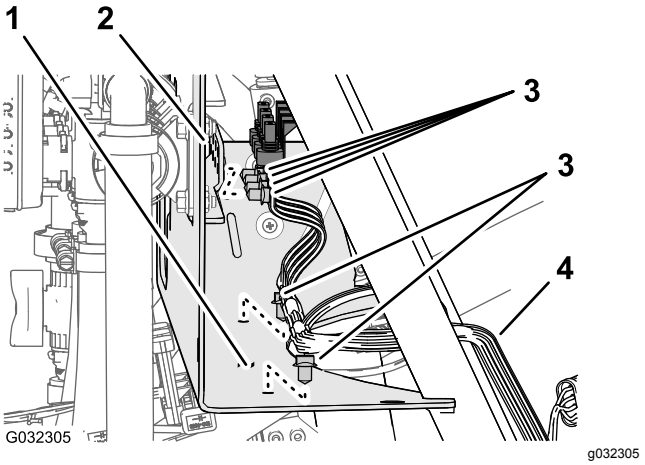

**Figur 38**
3. Fjern de grantræformede ankre, der fastgør det bageste ledningsnet til hullerne på den forreste side og nederste plade på manifoldbeslaget (Figur 38).